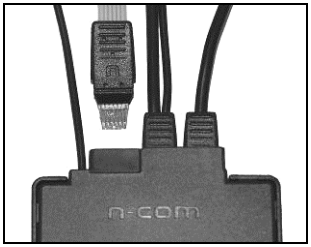

Abb. 34
- Richten Sie den Flex-Stecker der Tastenvorrichtung auf die E-Box aus und achten Sie darauf, dass der Buchstabe „n", wie auf der Abb. 34 dargestellt, zu liegen kommt.
Zu beachten: sollte das System nicht funktionieren, ziehen Sie den Flex-Stecker aus der Buchse und wiederholen Sie den oben beschriebenen Vorgang und vergewissern Sie sich, dass der Buchstabe „n", wie in Abb. 34 dargestellt, ausgerichtet ist.